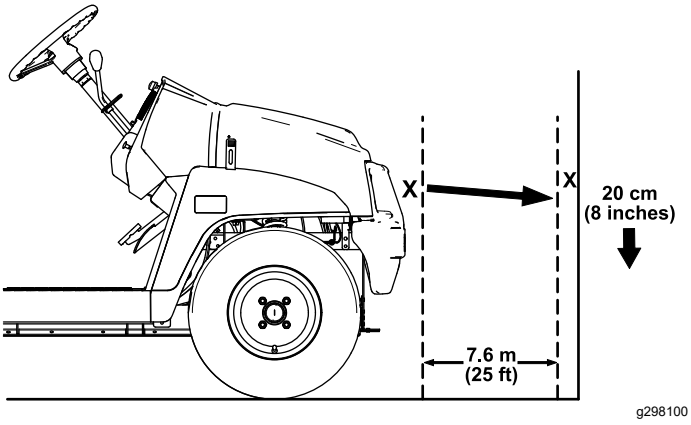

Bild 42
1. Stellen Sie die Maschine auf einer ebenen Fläche ab, dabei sollte der Abstand der Scheinwerfern ca. 7,6 m von einer Wand entfernt sein (Bild 42).
Der hellste Teil des Scheinwerfers sollte 20 cm unter der Markierung an der Wand liegen (Bild 42).